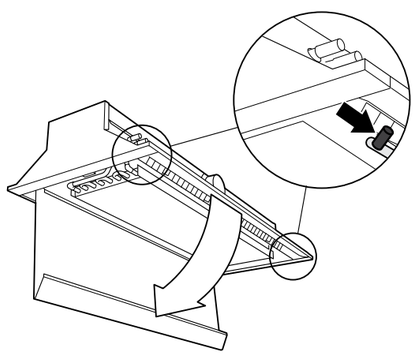

FIGURE 15
2) Swing down face plate to access the coil. (See **FIGURE 15**)